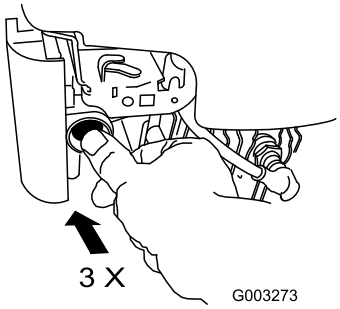

Figuur 16
1. Druk met uw duim de hulpstarter 3 keer krachtig in. Houd hierbij telkens de hulpstarter één seconde ingedrukt alvorens deze los te laten (Figuur 16).